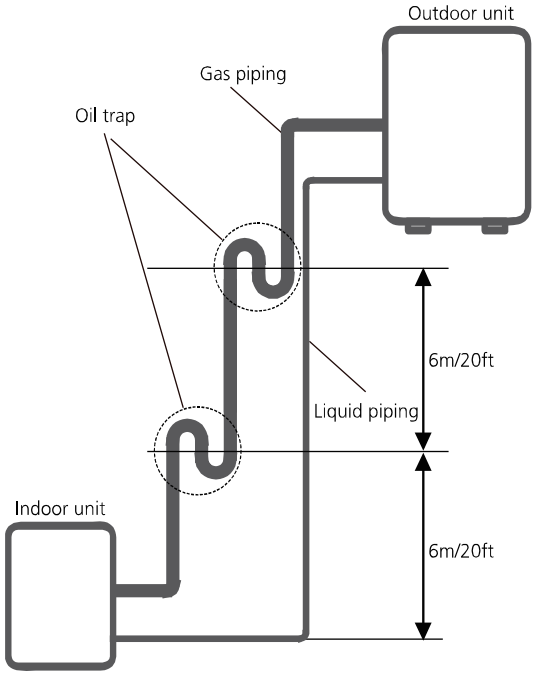

Fig. 7.3
-It is recommended that vertical suction risers not be upsized. Proper oil return to the compressor should be maintained with suction gas velocity. If velocities drop below7.62m/s (1500fpm (feet per minute)), oil return will be decreased. An oil trap should be installed every 6m(20ft) of vertical suction line riser. (See Fig. 7.3)